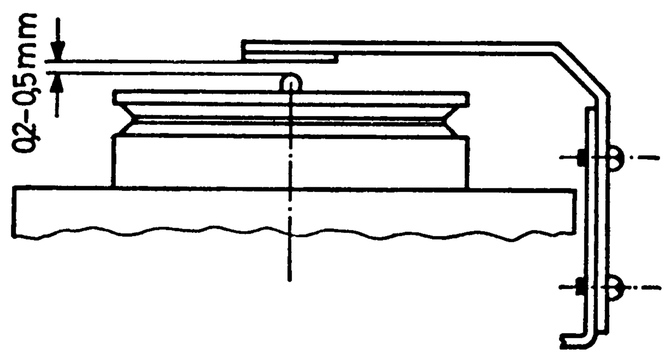

Fig. 4
4.2 Danach ist die Lagerplatte auf ein Achsspiel von 0,2-0,5 mm einzustellen (Fig. 4)
4.2 Adjust the supporting board to a thrust gap of 0.2 to 0.5 mm (fig. 4).